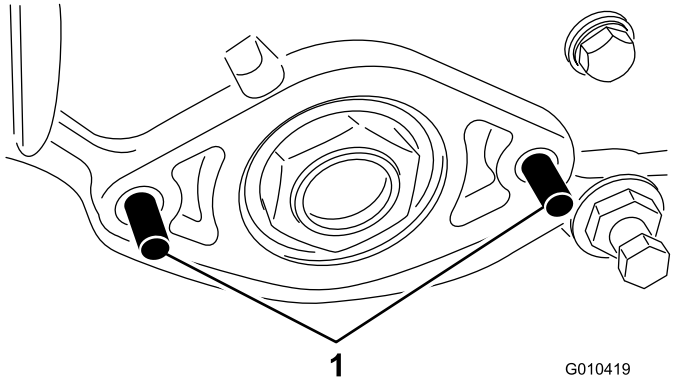

Figur 4
7. Sett to bolter (M8) gjennom venstre sideplate som vist i Figur 4.